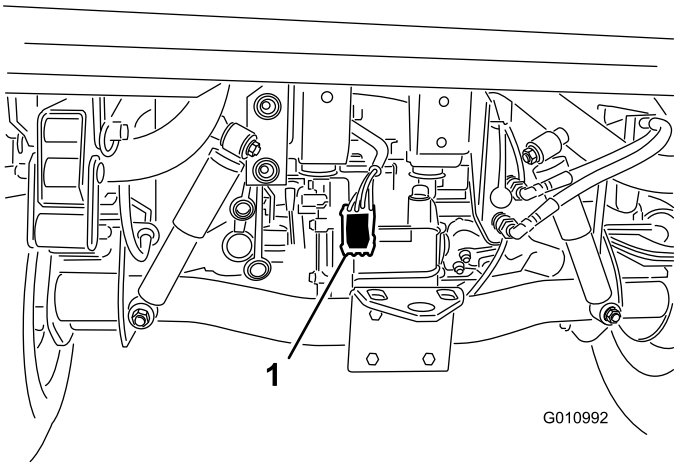

Figur 7
4. Dra kablaget längs fordonets huvudkablage till fordonets bakre del (Figur 7).